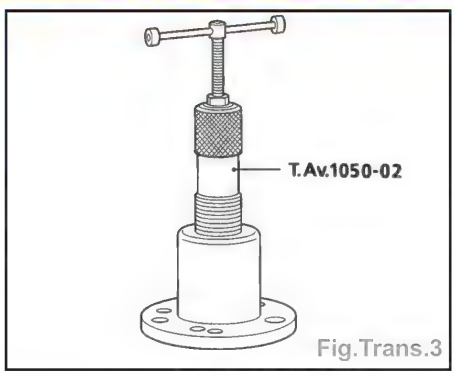

Fig.Trans.3
- Repousser la transmission dans le porte fusée en inclinant celui-ci à l'aide de l'outil **T.Av.1050-02** (Fig.Trans.3).